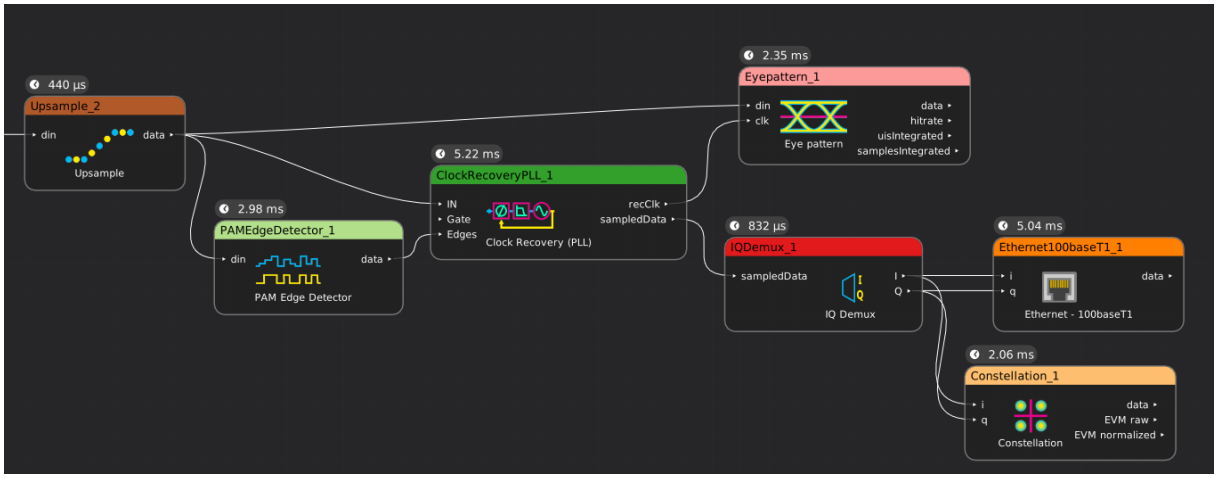

Figure 26.54: Example filter graph showing usage of constellation filter on 2D-PAM3 data
- **v0.2:** This filter no longer needs the clock input that was required in v0.1. Instead, threshold the sampledData output of the Clock Recovery (PLL) and pass this to the constellation block, as shown in Fig. 26.54.